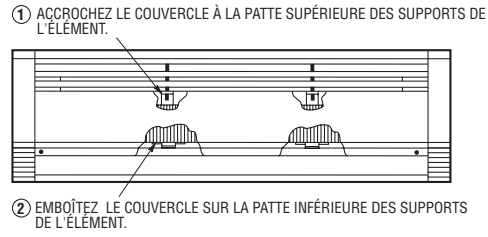

Figure 7. Fixation du couvercle
12. Reposez le couvercle frontale en accrochant le rebord supérieur sur la patte des boîtes de jonction et sur la patte supérieure des supports de l'élément. Pivotezle couvercle vers le bas et poussez le bord inférieur vers le radiateur. Posez les vis (enlevées à l'étape 4) fixant le couvercle aux boîtes de jonction. Assurez-vous que le bord inférieur du couvercle s'emboîte sur la patte inférieure des supports de l'élément (voir la figure 7).